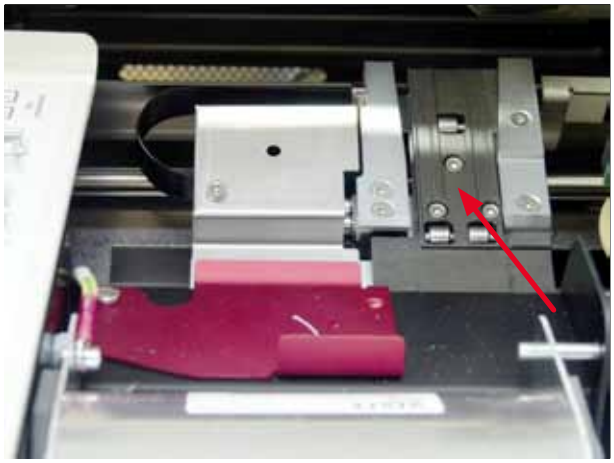

Afb. 45
- Transportstation (→ "Afb. 45")